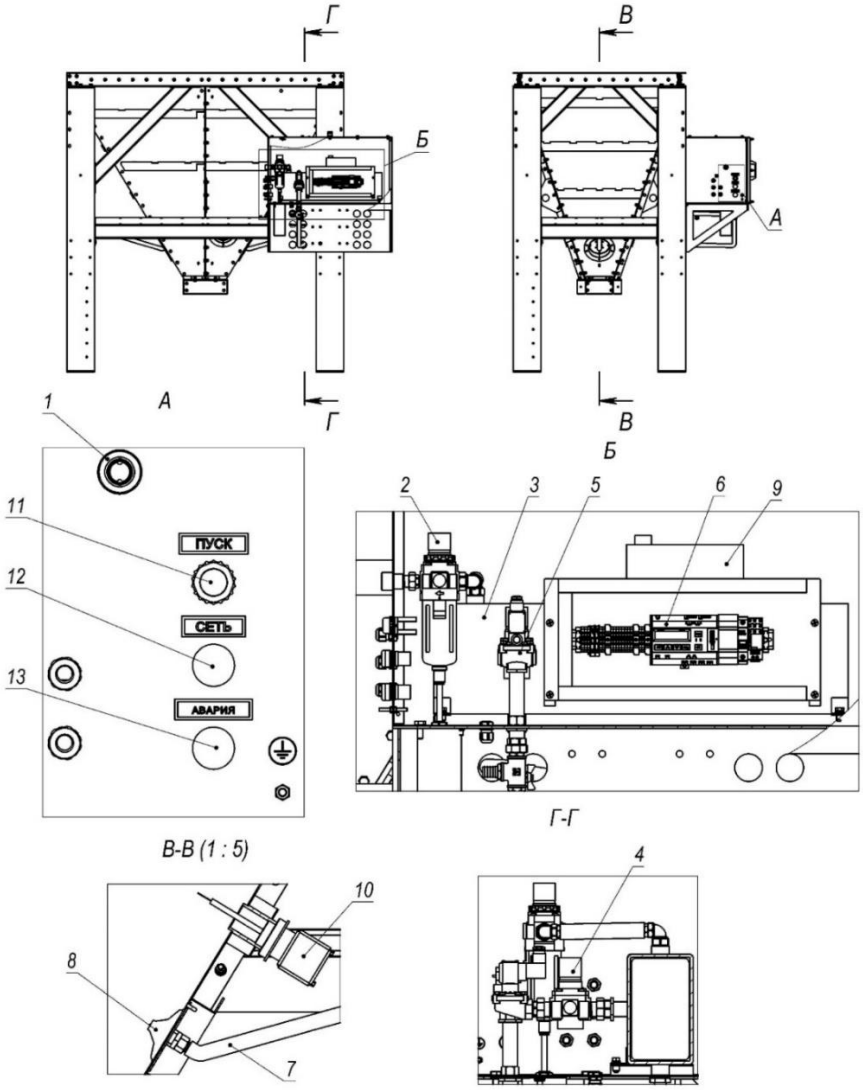

Рисунок 2
3.4.8 В коробе системы пневмообрушения при помощи обогревателя (рисунок 2, поз. 9) поддерживается постоянная положительная температура (исполнение WP).